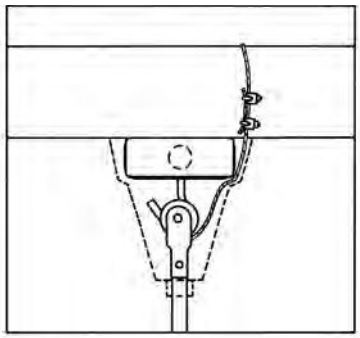

Figura 3
9. Este ventilador está equipado con el cable de “soporte secundario” requerido. Este cable de seguridad debe sujetarse a la estructura de vigas y sujetarse de manera segura de tal manera que soporte el peso del ventilador en caso que falle el gancho de montaje u otras piezas. Después de enrollar el cable de seguridad alrededor de un miembro estructural que soportará 300 lbs., asegure el cable con los sujetadores de cable suministrados según se ilustra en la Figura 3. (Nota: Cualquier material adicional necesario para instalaciones específicas puede comprarse a su distribuidor local).
PRECAUCIÓN IMPORTANTE: El cable de seguridad no debe colocarse entre el rodillo de caucho y el gancho, sino como se ilustra en la Figura 3.
10. Cuando se cuelga el ventilador mediante el gancho en "J" suministrado por fábrica, verifique que el cable de seguridad en la parte superior de la barra está posicionado detrás del gancho en "J" según se ilustra en la Figura 3.